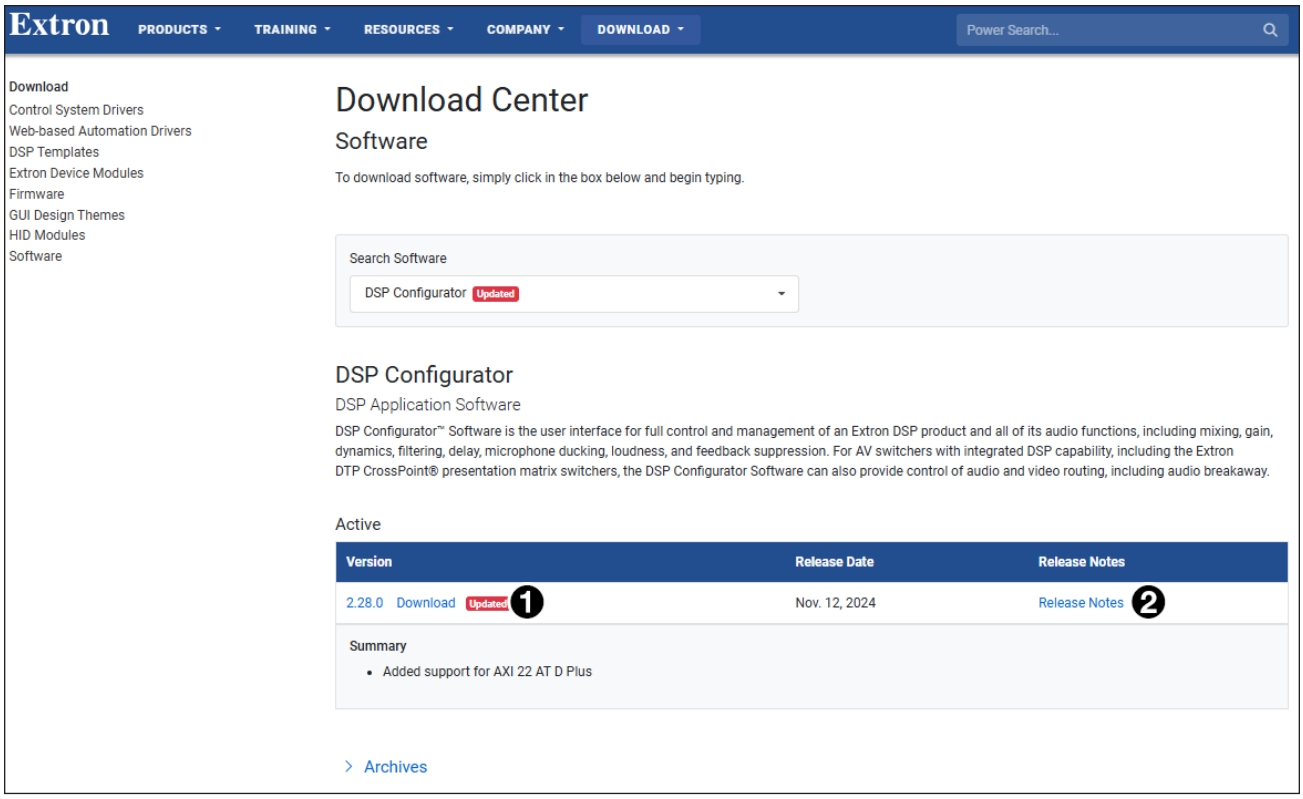
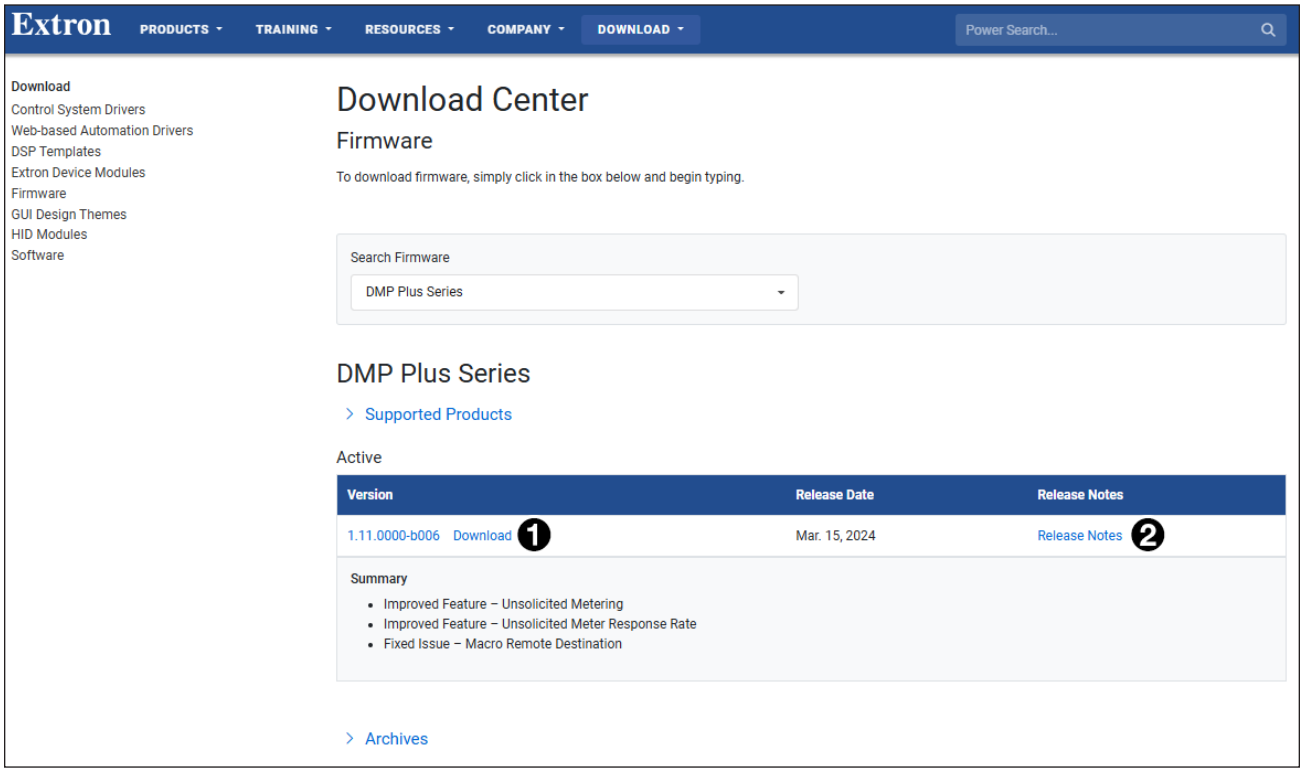

Figure 11. DSP Configurator Software
Figure 12. DMP Plus Firmware
The `Download Center Software` page opens (see **figure 11** on page 12).
The `Download Center Firmware` page opens (see **figure 12** on page 12).
4. **For software,** type the name of the software into the **`Search Software`** field (see **figure 11**), and select the desired software. The selected software page opens below the search.
For firmware, type in the name of the device into the `Search Firmware` field (see figure 12), and select the desired device. The selected firmware page opens below the search.
5. Click **Download** (see **figure 11** and **figure 12** on page 12), and follow the on-screen instructions. An executable (.exe) file is downloaded to the PC. Run this program to place the firmware on the PC for future use. Make a note of the folder where the firmware file was saved.